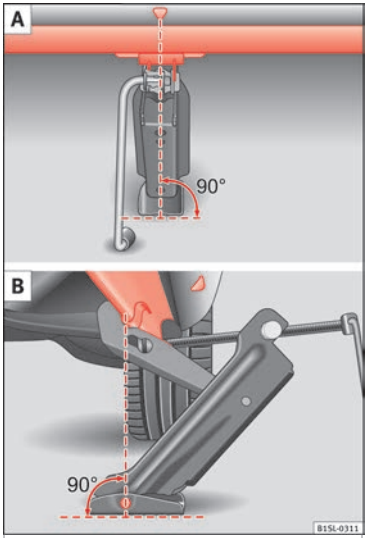

Fig. 130 Jack mounted on the left rear part of the vehicle
- **Only fit the jack at the prescribed jacking points. The claw of the jack should grip the reinforcement nerve on the underbody ››› Fig. 130.**